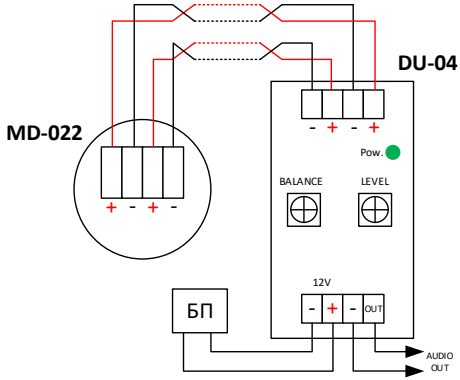

Рис. 1 Схема подключения.
2. Подсоедините питающие и сигнальные провода согласно схеме подключения (см. рис. 1).